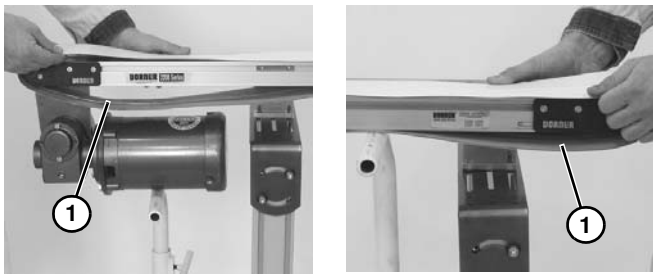

Abbildung 47
3. Band **(Abbildung 47, Teil 1)** auf Förderband einbauen. Förderband etwas anheben, um zu vermeiden, dass das Band auf den temporären Stützständern eingeklemmt wird.